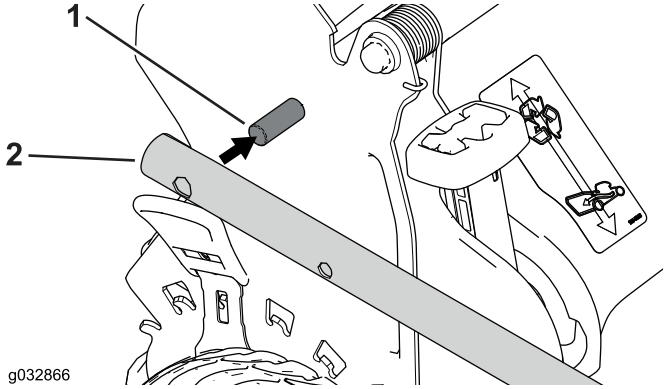

Figura 4
2. Coloque as extremidades do manípulo na estrutura do cortador, de modo a que o pino colocado em cada suporte do manípulo fique no orifício mais baixo da respetiva extremidade do manípulo (Figura 4).